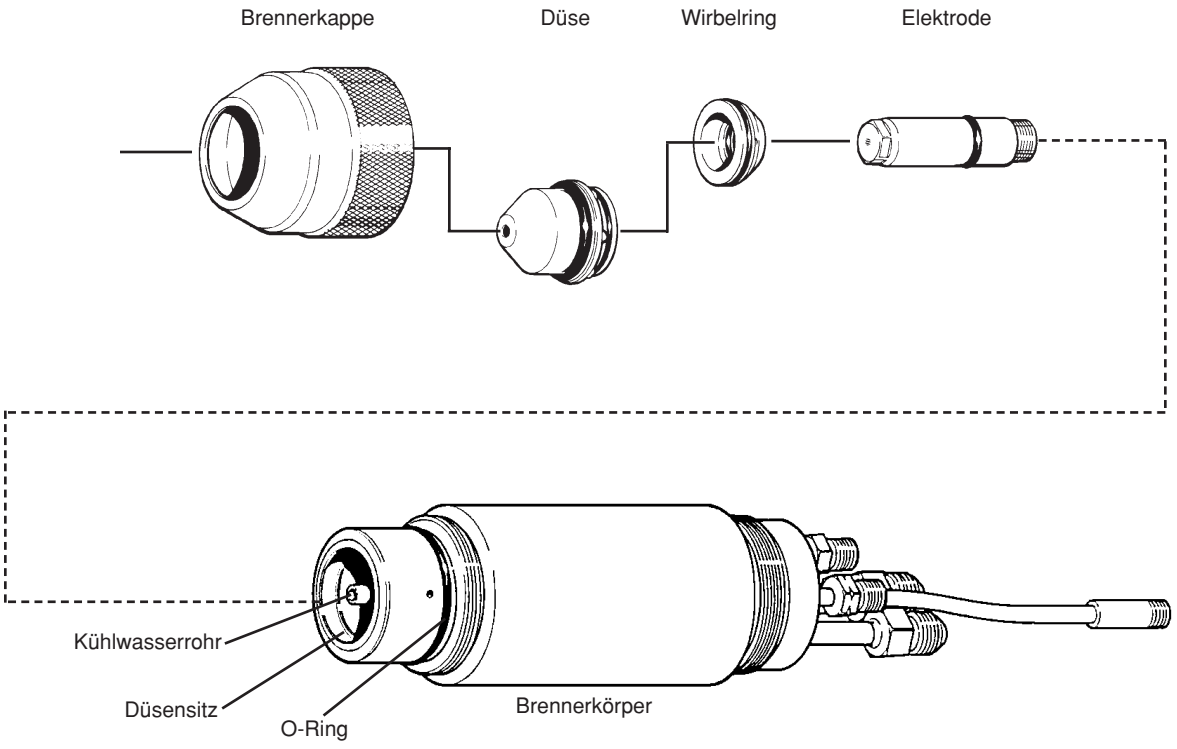

Abbildung 5-11 Austausch von Verschleißteilen
5. Kühlwasserrohr mittels des Kühlwasserrohr-Schlüssels (Nr. 027347), welcher in der Verschleißteile-Ausrüstung (Nr. 028742) mitgeliefert wird, aus- und einbauen – Abbildung 5-11. **Beim Einbau des Kühlwasserrohres dieses nicht zu fest anziehen!** Nur mit der Hand festschrauben.